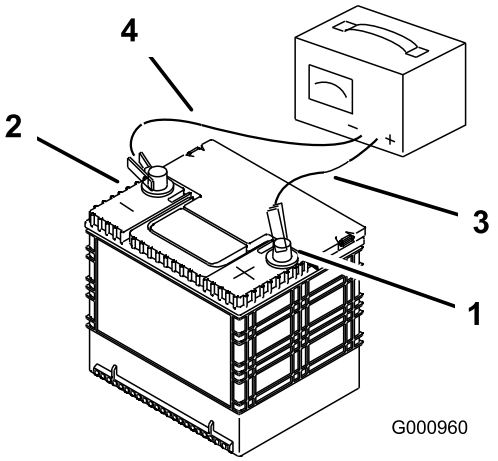

Figuur 40
2. Zodra de accu volledig is opgeladen, haalt u de acculader uit het stopcontact en maakt u vervolgens de oplaadkabels los van de accuklemmen (Figuur 40).